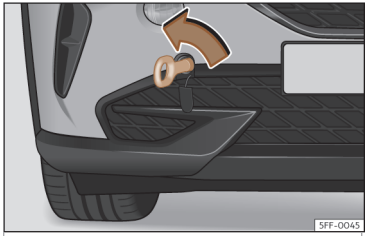

Fig. 44 Parte derecha del parachoques delantero: argolla de remolque enroscada.
- Enrosque la argolla de remolque en el alojamiento girándola al máximo **en el sentido contrario al de las agujas del reloj**››› fig. 44 ››› ❗. Utilice un objeto adecuado con el que pueda enroscar completa y firmemente la argolla de remolque en su alojamiento.